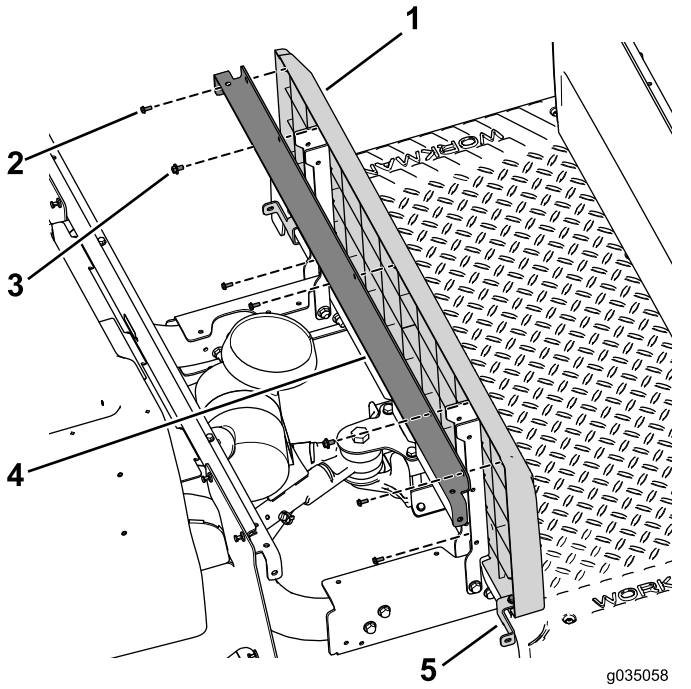

Figur 42
7. Bruk de to boltene med skiveenhetene (1/4 x 1/2 tomme) som fester støttebraketten og setebasepanelet til den venstre og høyre setestøtten (Figur 42).
8. Bruk de to boltene (1/4 x 2 tommer), skiven og låsemutteren til å feste den venstre og høyre panelbraketten på maskinen (Figur 42).